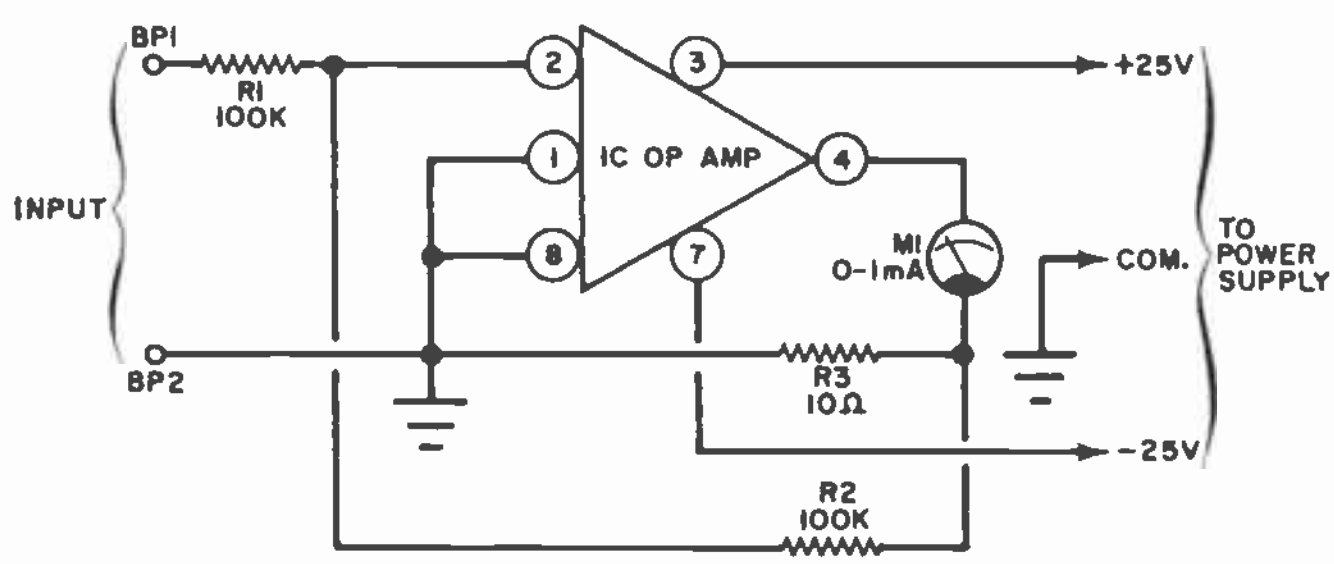

Fig. 3. Opamp Labs millivoltmeter circuit, which features an IC, is capable of measuring down to 0.01 volt full scale.
**Manufacturer's Circuit.** Featuring a hybrid integrated-circuit operational amplifier, the d.c. millivoltmeter circuit in Fig. 3 has a full-scale sensitivity of only 10 millivolts, yet requires a minimum of components. It is one of the nearly two-score circuit applications described in a folder published by Opamp Labs (172 S. Alta Vista Blvd., Los Angeles, Calif. 90036). Other IC amp applications in the folder include a Wien bridge oscillator, timer, Schmitt trigger, high-voltage d.c. amplifier, tuning fork oscillator, voltage regulator, a.c. millivoltmeter, temperature controller, pulse width modulator, crystal-controlled oscillator, a.g.c. amplifier, and an active notch filter.